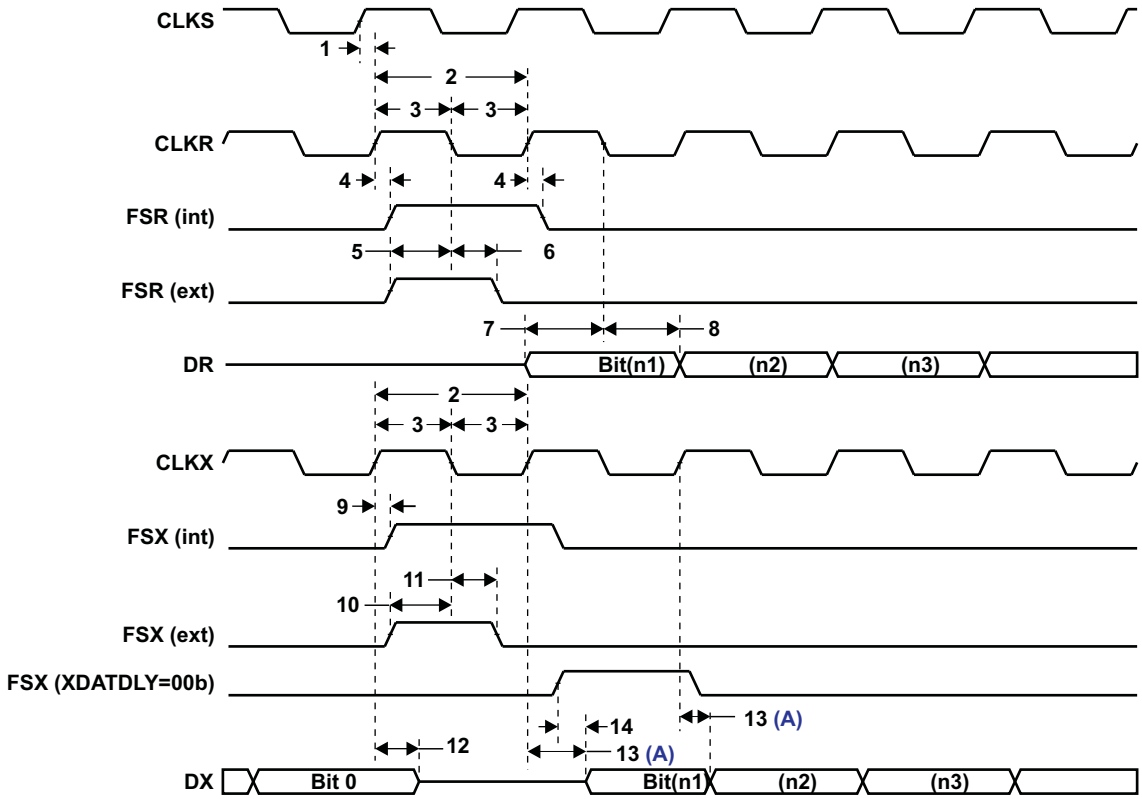

Figure 5-34. McBSP Timing(B)
Table 5-64. Timing Requirements for McBSP1 [1.0V][(1)] (see Figure 5-34)
Table 5-65. Switching Characteristics for McBSP1 [1.3V, 1.2V, 1.1V][(1) (2)] (see Figure 5-34)
Table 5-66. Switching Characteristics for McBSP1 [1.0V][(1) (2)] (see Figure 5-34)